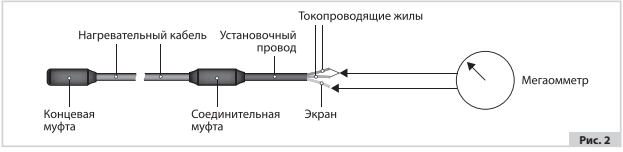

Рис. 2
4.5. До и после монтажа секции нагревательной (а в случае использования в стяжке также после её заливки) необходимо проверить электрическое сопротивление нагревательных жил и сопротивление изоляции (рис. 2), результаты занести в Протокол измерений – Приложение 1 настоящего Руководства по эксплуатации.